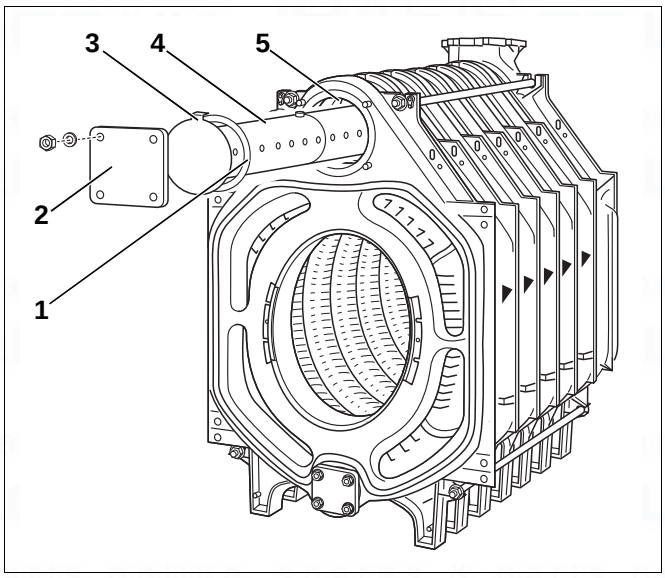

Fig. 24 Installing the feed pipe
With boilers that are made up of 10–12 sections, the feed pipe (Fig. 24, [4]) comes in 2 parts.
- Slide gasket over the feed pipe (Fig. 24, [1]).
- Close off with dummy flange (Fig. 24, [2]).
- Make sure that the lug (Fig. 24, [3]) on the end plate of the feed pipe fits in the recess in the upper boiler hub (Fig. 24, [5]).